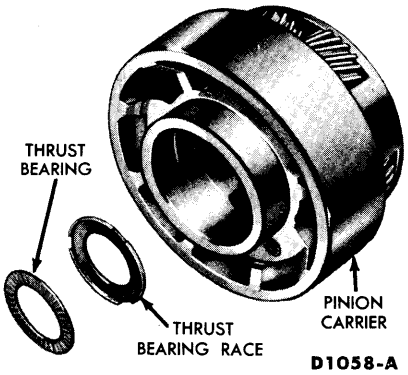

FIG. 31—Primary Sun Gear Rear Thrust Bearing
5. Position the rear band in the case with the dimpled end against the adjusting stop strut. Install the primary sun gear rear thrust bearing race and bearing on the thrust face inside the pinion carrier (Fig. 31). Make sure the one-way clutch spacer is in the pinion carrier (Fig. 10).